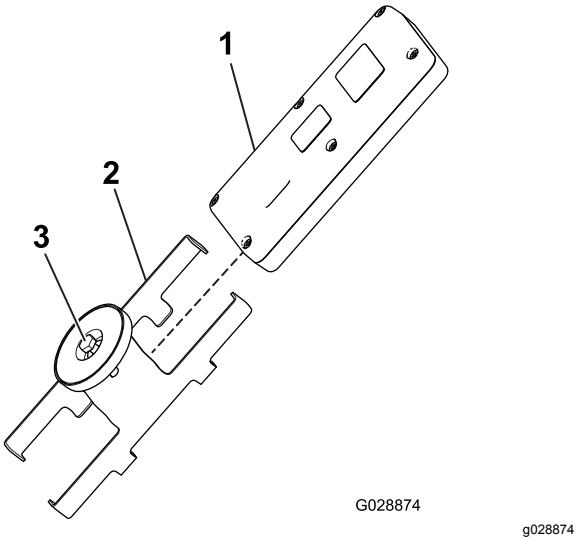

Figur 45
1. Løsn bolten i magneten på styreenhedens magnetiske beslag (Figur 45).
2. Skub beslagets sider fra hinanden, og afmonter styreenheden (Figur 45).
8. Monter den håndholdte styreenhed i styreenhedens magnetiske beslag, skub de to dele sammen, så styreenheden fastgøres, og tilspænd bolten i magneten (Figur 45).